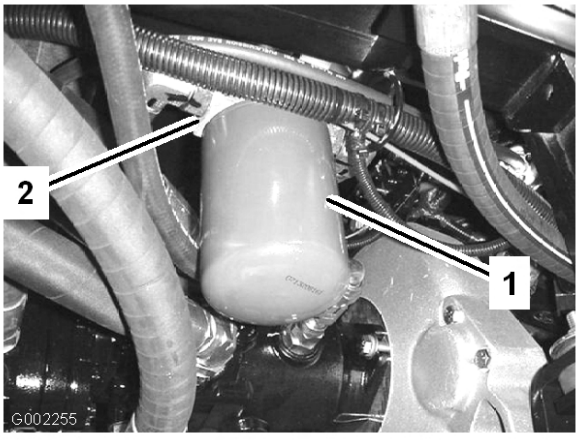

Figur 58
2. Rengör runt området där filtret monteras (Figur 58).
4. Ta bort filtret (Figur 58).
5. Smörj den nya filterpackningen (Figur 58).